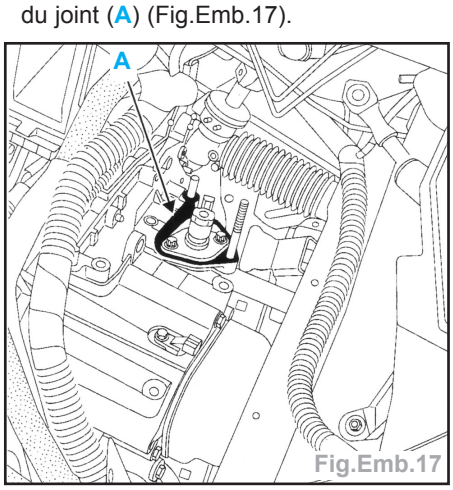

Fig.Emb.17
- Reposer le groupe électrohydraulique sur la boîte en veillant au bon maintien du joint (**A**) (Fig.Emb.17).
- Reposer le module actionneur sur la boîte en veillant au bon maintien du nouveau joint (A) (Fig.Emb.17).